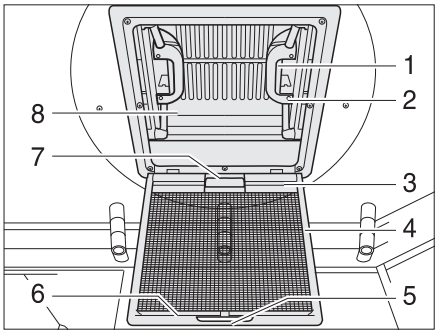

Fig. 41 Skylight with snap latch
- Pull on the handle (Fig. 41,5).
- Fold the insect screen (Fig. 41,4) downwards.
- Push the spring-loaded latch (Fig. 41,1) towards the inside of the skylight (Fig. 41,8). At the same time use the handle (Fig. 41,2) to press the skylight upwards.
- Swing the insect screen upwards (Fig. 41,4) until it latches in place.
- Using both handles (Fig. 41,2), pull down the skylight (Fig. 41,8) with force until the two snap latches (Fig. 41,1) lock into place.
- Pull the handle (Fig. 41,7) of the blind and hook the hook rail (Fig. 41,3) into the retainer (Fig. 41,6) on the insect screen.
- Release the hook rail (Fig. 41,3) from the retainer (Fig. 41,6) and feed the blind back slowly.